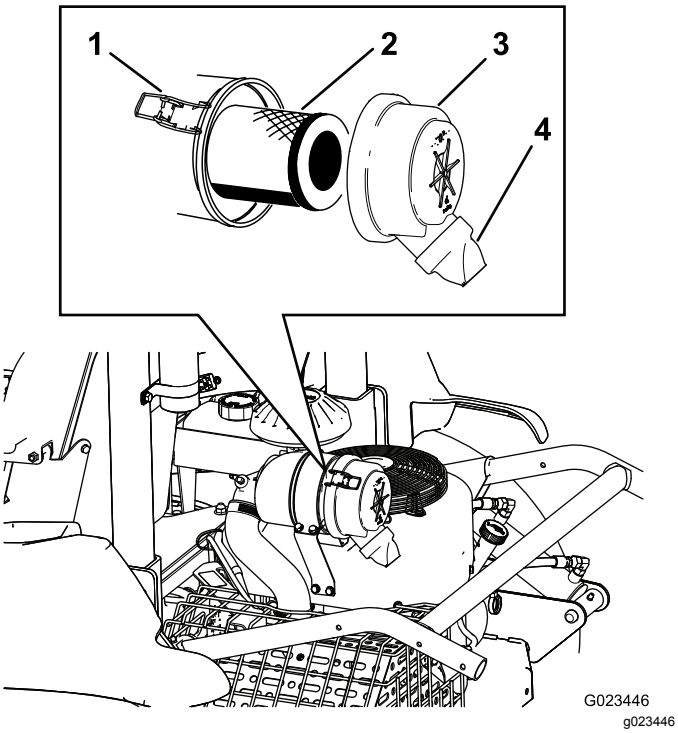

Рисунок 42
2. Отпустите защелки, фиксирующие крышку воздухоочистителя на его корпусе (Рисунок 42).